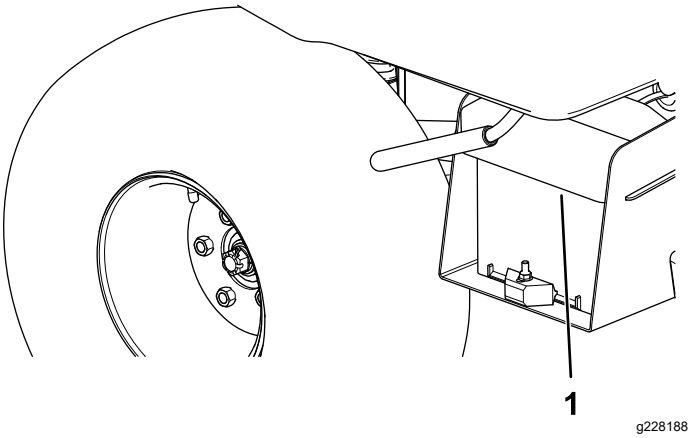

**Figura 4**
1. Apriete la tapa de la batería para liberar las pestañas de la base de la batería (Figura 4).
2. Retire la tapa de la batería de la base (Figura 4).
6. Alinee la tapa de la batería con la base de la batería (Figura 4).
7. Apriete la tapa de la batería, alinee las pestañas con la base de la batería, y suelte la tapa de la batería (Figura 4).